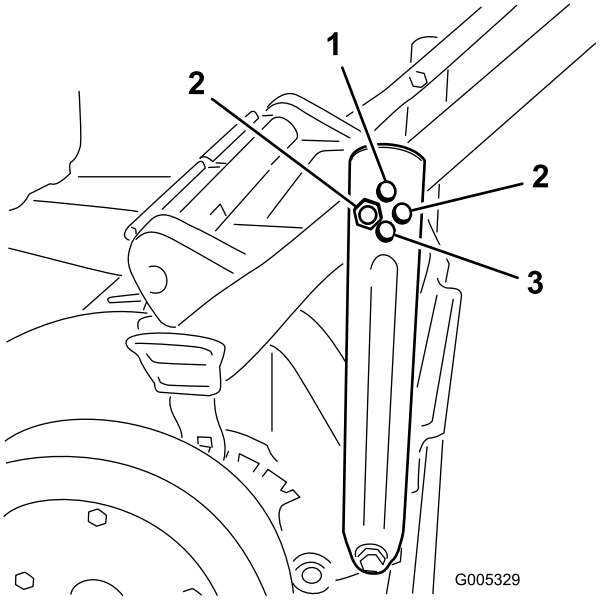

Figure 4
2. Insert the bolt through the hole in each of the handle braces that sets the handle to the desired position and tighten (Figure 4).